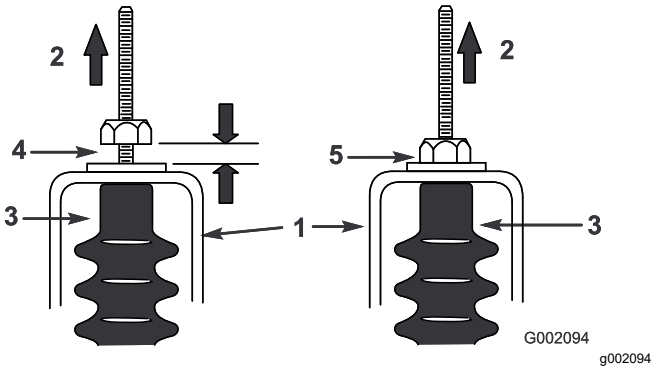

Figura 63
5. Tire hacia arriba de cada cable de cambio y asegúrese de que hay una distancia de 0,76–1,52 mm entre la tuerca/arandela y la pletina de punto muerto (Figura 63).